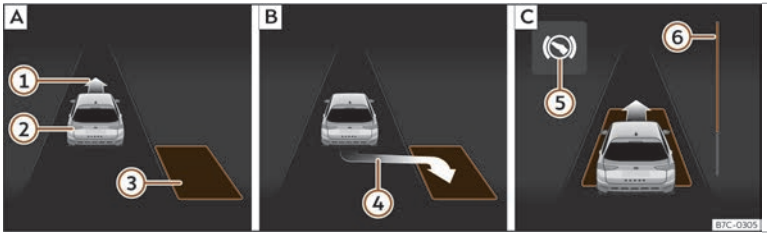
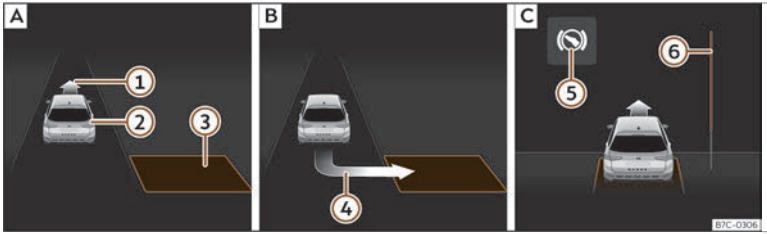

Fig. 176 Na pantalla do cadro de instrumentos:aparcar en liña. A Atopar un espazo de aparcamento. B Posición para aparcar. C Manobrar.
Fig. 177 Na pantalla do cadro de instrumentos:aparcar en batería. A Atopar un espazo de aparcamento. B Posición para aparcar. C Manobrar.
- Mire na visualización da pantalla do cadro de instrumentos se detecta o espazo como “axeitado” e se alcanzou a posición correcta para aparcar>>> **fig. 176** B ou>>> **fig. 177** B. O espazo considerarase “axeitado” se na pantalla do cadro de instrumentos aparece a indicación de aparcar ④.
- Retroceda ata que soe o sinal continuo do ParkPilot; **OU BEN:** retroceda ata que na pantalla do cadro de instrumentos apareza a indicación de dar marcha adiante››› **fig. 176** C ou››› **fig. 177** C; **OU BEN:** retroceda ata que na pantalla do cadro de instrumentos apareza a mensaxe **Park Assist finalizado**. A barra de progreso ⑥ indica a distancia a percorrer››› **páx. 275**.
- Vaia marcha adiante ata que soe o sinal continuo do ParkPilot; **OU BEN:** vaia marcha adiante ata que na pantalla do cadro de instrumentos apareza a indicación de dar marcha atrás. O sistema de aparcamento asistido dirixe o vehículo marcha adiante e marcha atrás ata centralo no espazo››› **fig. 176** C ou››› **fig. 177** C.
A barra de progreso ››› **fig. 176** ⑥ e››› **fig. 177** ⑥ amosa simbolicamente na pantalla do cadro de instrumentos a distancia relativa que aínda se vai percorrer. Canto maior sexa a distancia, máis chea está a barra de progreso. Ao circular marcha adiante, o contido da barra de progreso diminúe cara arriba e, ao circular marcha atrás, diminúe cara abaixo.